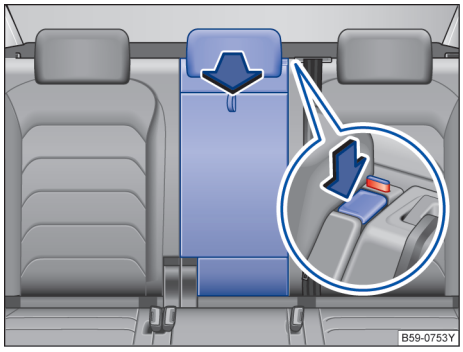

图 204 在后排座椅靠背中：打开贯通装载系统
– 沿箭头方向按下解锁按钮→ 图 204，将贯通装载系统向前翻折。
– 锁止显示上的红色标记→ 图 204（放大图）不得再可看到。 ▶
- 锁止显示→图 204（放大图）上的一个红色标记指示贯通装载系统未卡止。务必检查，当贯通装载系统处于垂直位置时，是否绝对看不到此红色标记。